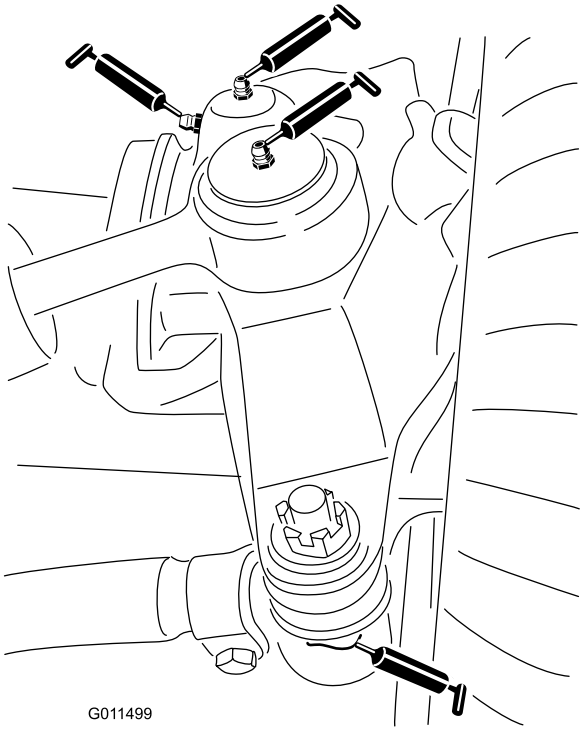

Figur 38
- Styrcylinderns kulleder (2) (Figur 38)
- Fästanordningarnas kulleder (2) (Figur 38)
- Axeltappsbussningar (2) (Figur 38).